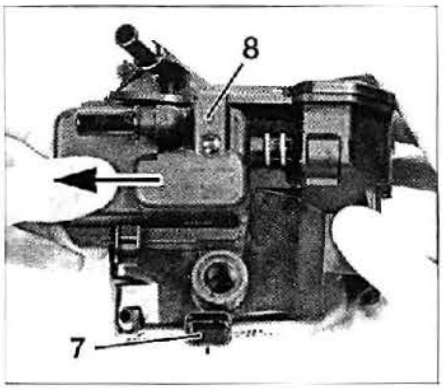

FIG. 36
• Sacar el conector (7) del calefactor (8) (fig. 36).
• Desmontar el calefactor (8) del filtro de gasoil.